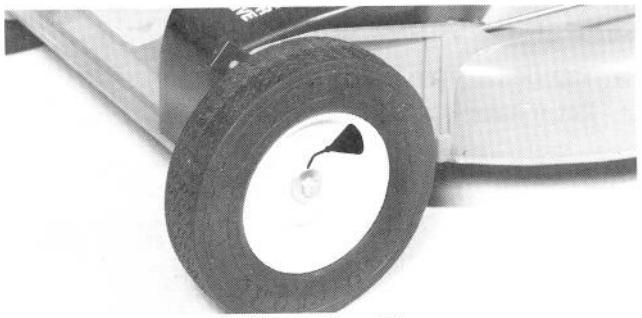

Afbeelding 16
1. Na iedere 25 uur van gebruik of aan het eind van het maaiseizoen, breng 2 of 3 druppels lichte olie aan op de binnenkant van alle wielbouten (Afb. 16). Draai de wielen, zodat de olie in de wielbussen gedistribueerd wordt.